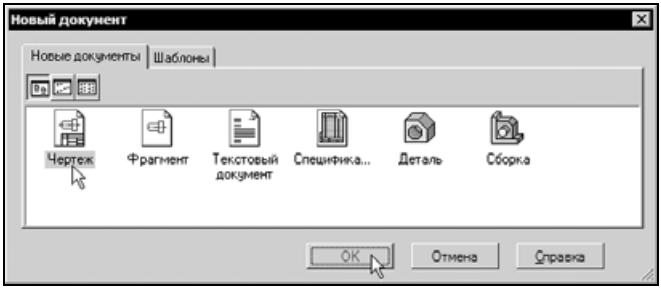

Рис. 3.2
- В диалоговом окне укажите тип создаваемого документа **Чертеж** и нажмите кнопку **OK** (рис. 3.2).